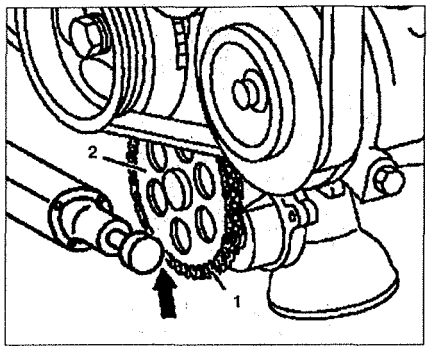
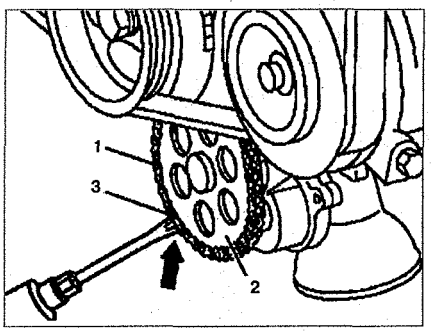

Рис. 2.83. Сбейте головки болтов звена перед снятием цепи (стрелка).
Рис. 2.84. Рассоедините цепь, сняв одно из звеньев, выпрессовав наружную крышку 3.
2. Рассоедините старую цепь привода масляного насоса **1**. Для этого сбейте головки болтов звена перед снятием цепи **(стрелка)** (см.рис. 2.83). С помощью отвертки **(стрелка)** рассоедините цепь, сняв одно из звеньев, выпрессовав наружную крышку **3** (см.рис.2.84).